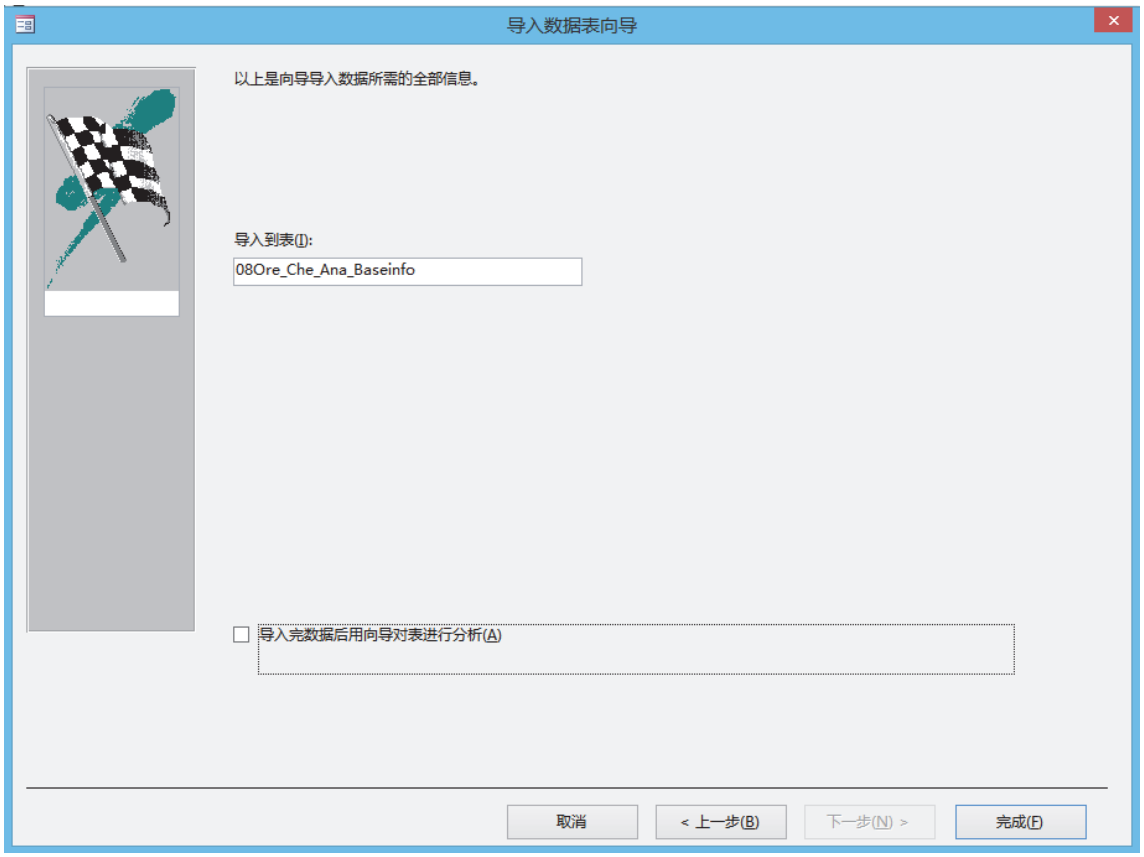

图 7-8
7. 点击“完成”、“关闭”结束本次导入操作（见图 7-8~7-9）；